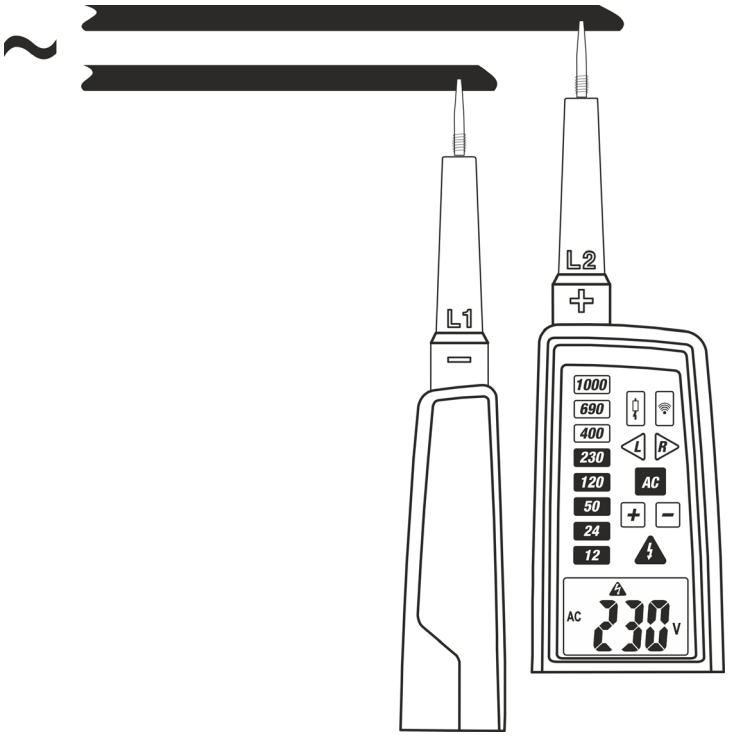

Fig. 5 : Mesure de la Tension CA
2. Connecter les embouts **L1** et **L2** à la source à tester (voir Fig. 5). La mesure est effectuée **uniquement avec le contact des embouts sur la partie métallique des conducteurs**